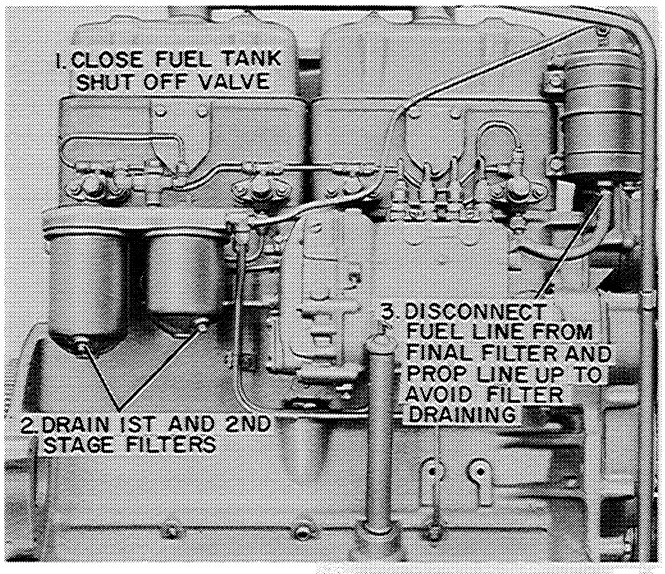

Figure I-54
STEP 1 -- Disconnect fuel lines and throttle linkage, Figures I-54 and I-55.